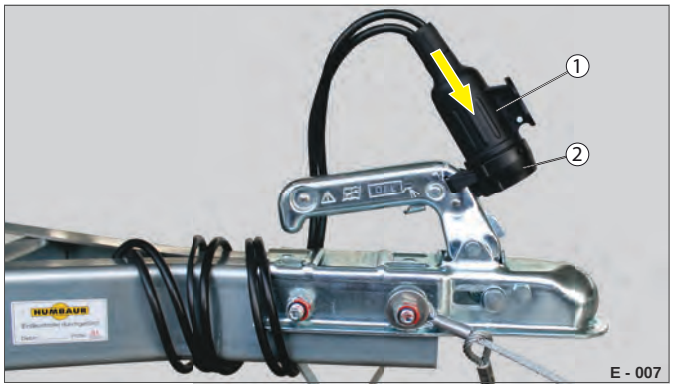
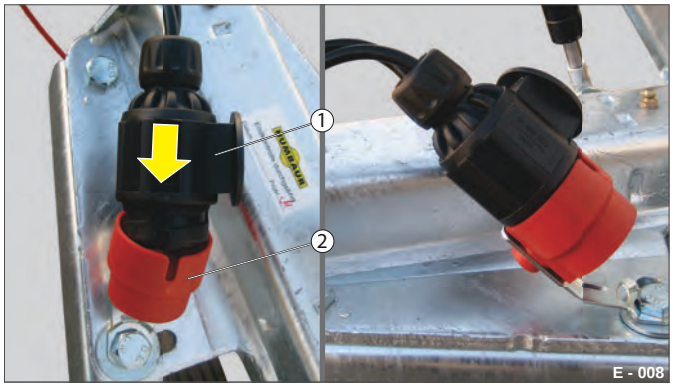

Fig. 5 Stik 7-polet parkeret
Fig. 6 Stik 13-polet parkeret
- ▶ Sæt stikket (Fig. 5 /1, Fig. 6 /1) i parkeringsdåsen / parkeringsbøjlen (Fig. 5 /2, Fig. 6 /2).